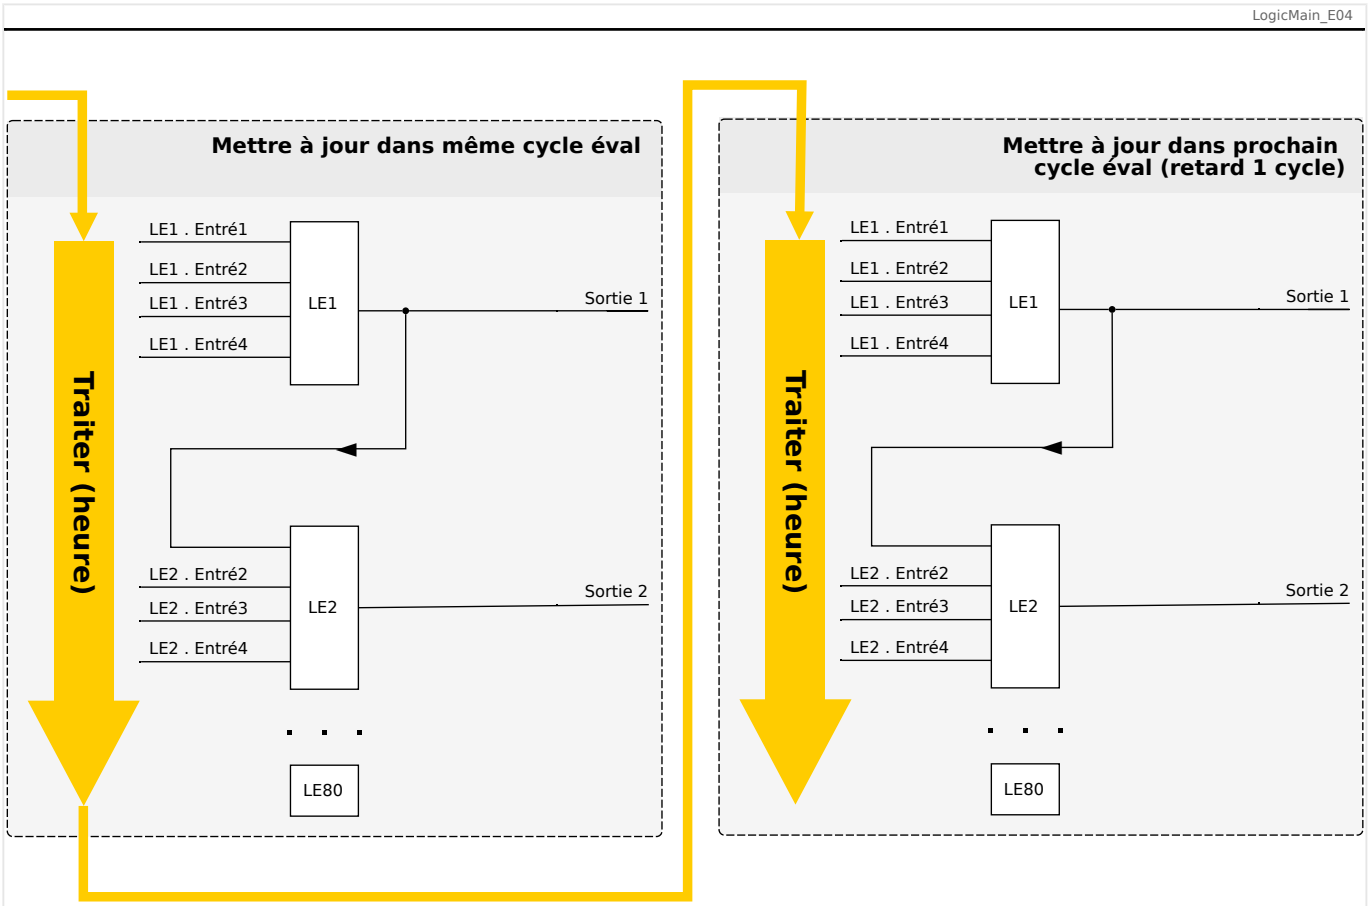
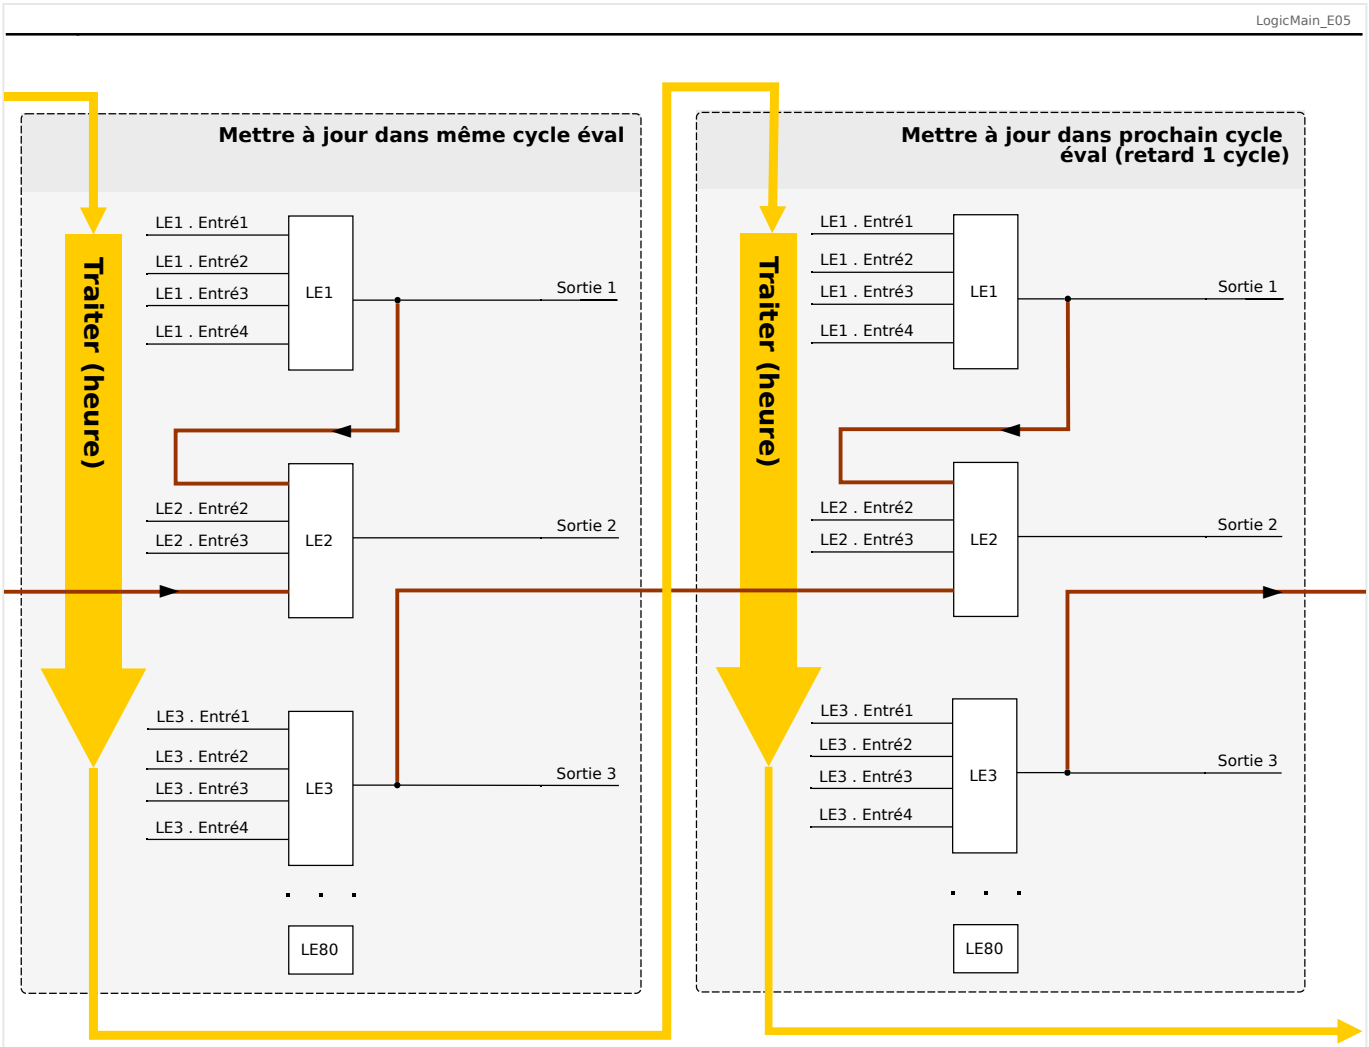

Fig. 133: En cascade ordre croissant.
Fig. 134: En cascade ordre décroissant.
- Dans une séquence **ascendante**, certaines sorties sont injectées en entrée dans une équation logique portant un numéro **plus élevé**. Par exemple, le schéma Fig. 133 ci-dessous indique que le résultat de l'équation logique LE**1** est utilisé en tant qu'entrée de l'équation logique LE**2**.
- Dans une séquence **descendante**, certaines sorties sont injectées en entrée dans une équation logique portant un numéro **plus bas**. Par exemple, le schéma Fig. 134 indique que le résultat de l'équation logique LE**3** est utilisé en tant qu'entrée de l'équation logique LE**2**.
Les séquences ascendantes et descendantes peuvent être utilisées et combinées les unes avec les autres, sans différence immédiate. Toutefois, en raison de l'évaluation de toutes les équations par ordre ascendant, les valeurs de temps de fonctionnement réelles qui sont injectées en entrée d'une équation auront un « âge » différent, comme on peut le voir dans Fig. 133 et Fig. 134 ci-dessous.
Dans l'exemple présenté dans Fig. 134 ci-dessus, l'équation logique « **2** » utilise les états de sortie de deux autres équations, les équations logiques « **1** » et « **3** ». Le résultat de l'équation logique « **1** » est utilisé dans l'ordre ascendant. Il a par conséquent été évalué au cours du même cycle de traitement. Le résultat de l'équation logique « **3** » est utilisé dans l'ordre descendant. Il a par conséquent été évalué au cours du cycle de traitement précédent.